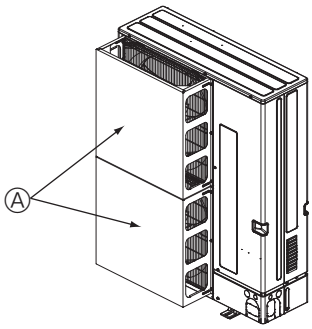

Fig. 2-3
② Installer un guidage d'air optionnel si l'appareil est placé dans un endroit où les vents violents d'un typhon par exemple pourraient s'engouffrer directement dans la sortie d'air. (Fig. 2-3)